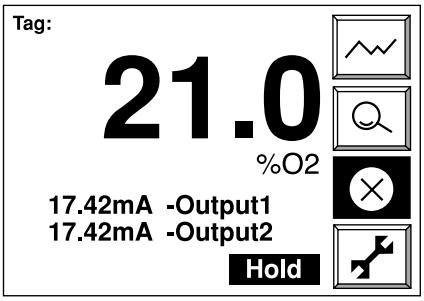
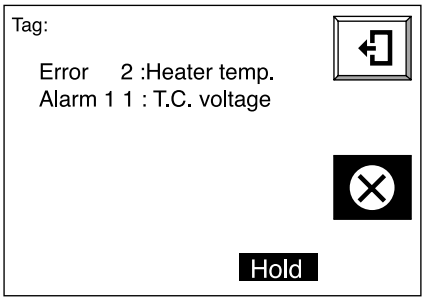

Figura 12.1
Figura 12.2
(1) Interrompe l'alimentazione elettrica al riscaldatore nella sonda di misura per garantire la sicurezza del sistema.
(2) Fa lampeggiare il segnale d'errore sul display per segnalare che è stato generato un errore (figura 12.1).
(3) Invia un contatto di uscita se l'errore è configurato per "Configurazione contatto di uscita" per tale contatto (vedi sezione 8.4, "Configurazione contatto di uscita").
(4) Modifica lo stato dell'uscita analogica in quello impostato in "Impostazione pausa uscita" (vedi sezione 8.2, "Impostazione pausa uscita").
Quando viene visualizzato il display della figura 12.1, premendo l'indicazione dell'errore, viene visualizzata una descrizione dell'errore (figura 12.2). Gli errori visualizzati sono illustrati nella tabella 12.1.